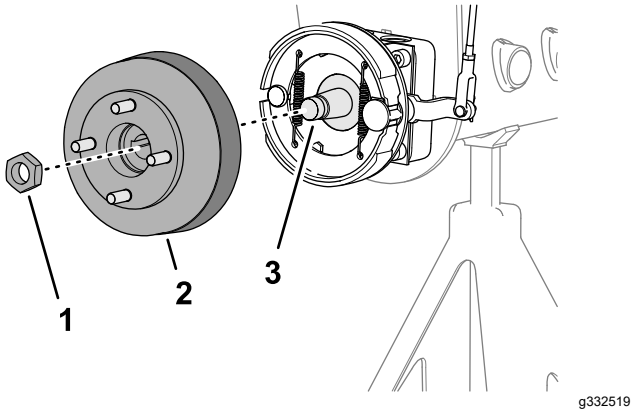
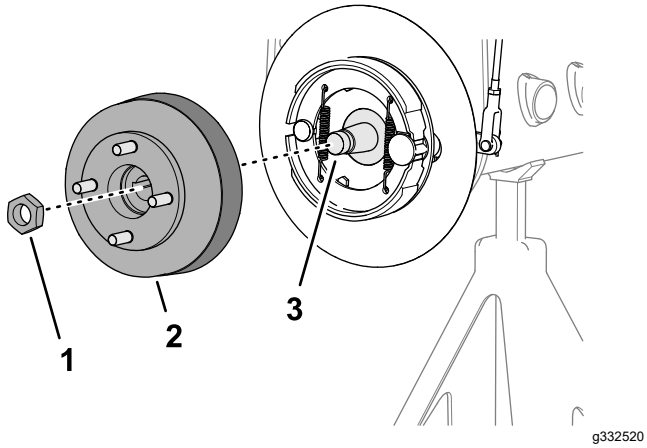

**Figur 70**
**Figur 71**
3. Montera hjulnavet och bromstrumman på hjulmotoraxeln (Figur 70 eller Figur 71).
4. Fäst hjulnavet på axeln med låsmuttern (Figur 70 eller Figur 71) och dra åt för hand.